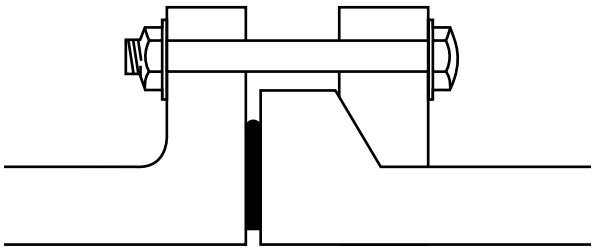

Рисунок 4-13. Фланец со свободным кольцом и профильным уплотнением
2. профильного уплотнения со стальным кольцом для фланцев с плоской поверхностью (не требуется паз). См. ***Рисунок 4-13***.